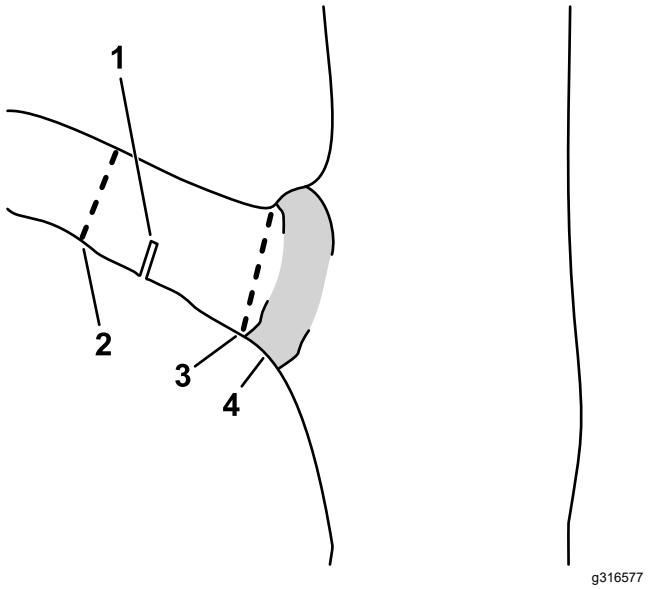

Figura 13
C. Corte el muñón de la rama en el cuello de la rama (Figura 13).